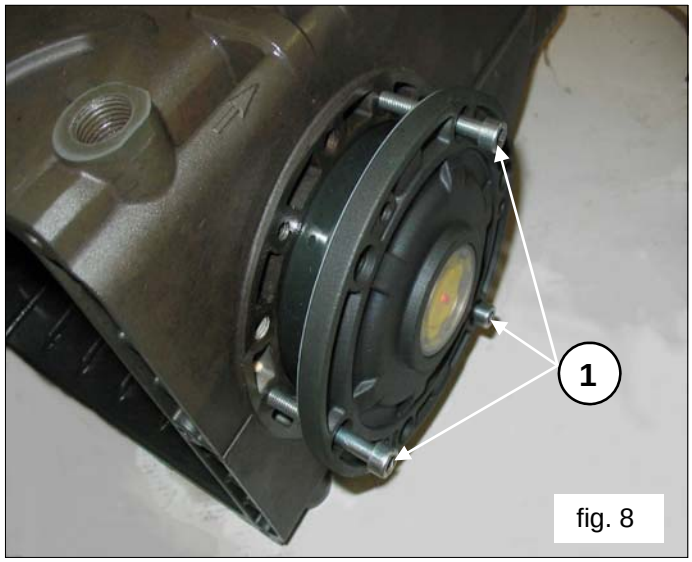

fig. 8
To facilitate filling of the first section and relative insertion of the covers on the casing, we recommend using three partially-threaded M6 x 40 screws (fig. 8, pos.1), then completing the operation with the screws supplied (M6x16).
To bring the two side covers closer to the casing, it is possible to use three M6x40 screws for the first positioning stage as described previously fig.8, and the screws provided for final fastening.